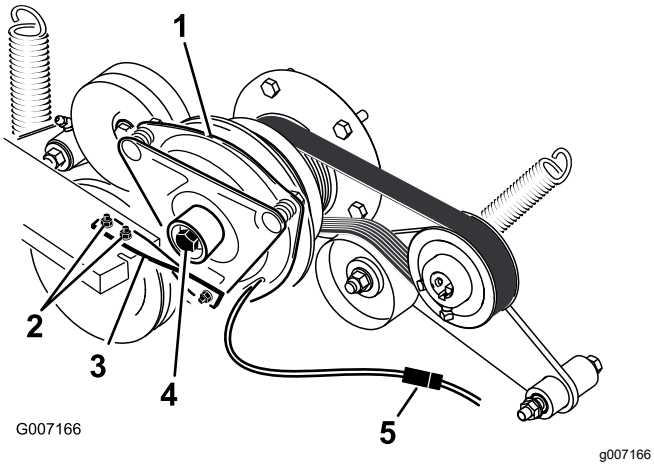

Figuur 77
6. Maak de stekker voor de elektrische aansluiting van de koppeling los (Figuur 77).
7. Verwijder de 2 bouten waarmee de rubberen band van de koppeling is bevestigd aan het frame van de maaier (Figuur 77).
8. Verwijder de middelste bout waarmee de koppeling is bevestigd aan de uitgaande as van de motor en verwijder de koppeling en de spie (Figuur 77).
15. Houd de krukas aan de achterkant van de machine vast terwijl u de middelste bout monteert. Zet deze vast met een torsie van 68 N·m (Figuur 77).
16. Monteer de rubberen band van de koppeling op het frame van de maaier met de 2 bouten en moeren die u eerder hebt verwijderd (Figuur 77).
18. Sluit de stekker voor de elektrische aansluiting van de koppeling aan (Figuur 77).